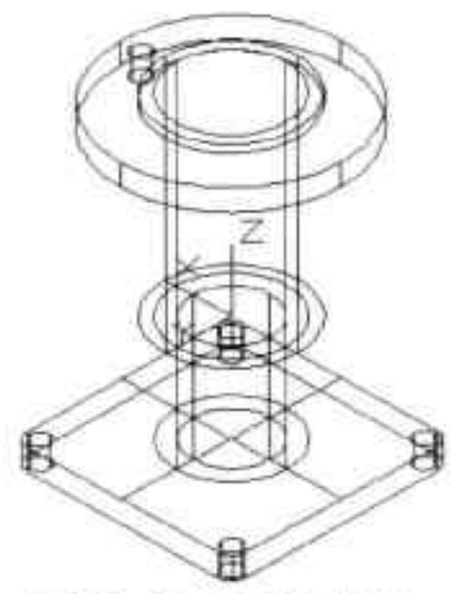

图13-61 绘制圆柱体
Step14 执行“圆柱体”命令，指定圆心坐标为（33，0，63），绘制直径 7mm、高 8mm 的圆柱体，如图 13-61 所示。